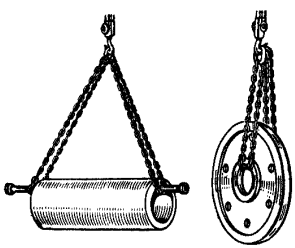

Рис. 3. Строповка отливок за центровые отверстия
23. Пользоваться кранами и подъемными устройствами для подъема и перемещения грузов только с разрешения мастера, имея удостоверение о знании «Инструкции по безопасному ведению работ для стропальщиков, обслуживающих грузоподъемные краны». На рис. 3—12 приведены примеры правильной строповки отливок, опок и форм.